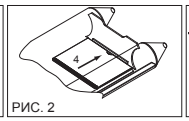

РИС. 2
4. Вставьте пайолу с последним номером (пайолу 3 или пайолу 4, в зависимости от модели лодки) в корму лодки и протолкните пайолу под транец. (РИС. 2)